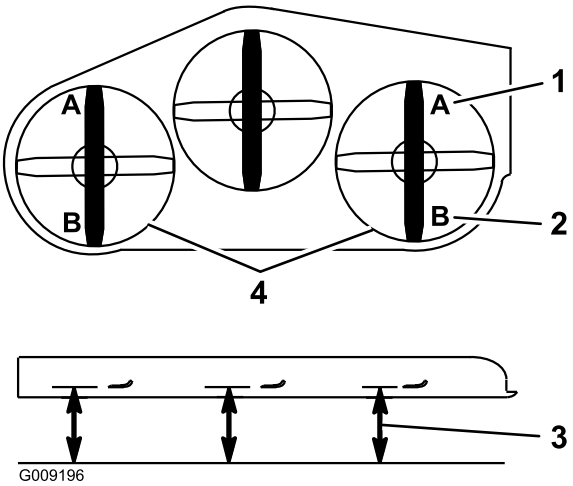

**Figuur 86**
9. Meet aan beide zijden van het maaidek vanaf het horizontale oppervlak tot de voorste punt van het maaimes (punt A). De afstand moet 7,6 cm bedragen (Figuur 86).
15. Meet aan beide zijden van het maaidek vanaf het horizontale oppervlak tot de achterste punt van het maaimes (punt B). De afstand moet 8,3 cm bedragen (Figuur 86).